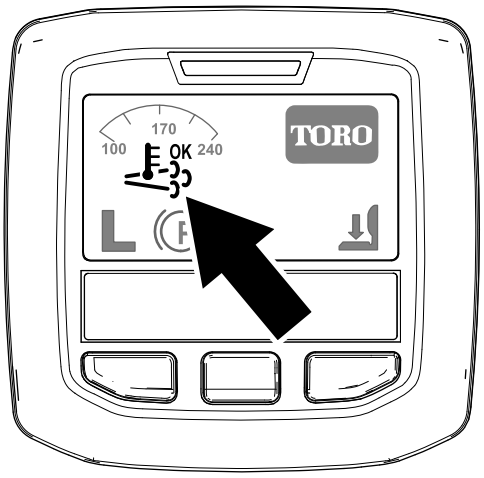

Figur 40
- Ikonet for hjelp-/tilbakestill-regenerering vises i InfoCenter (Figur 40).